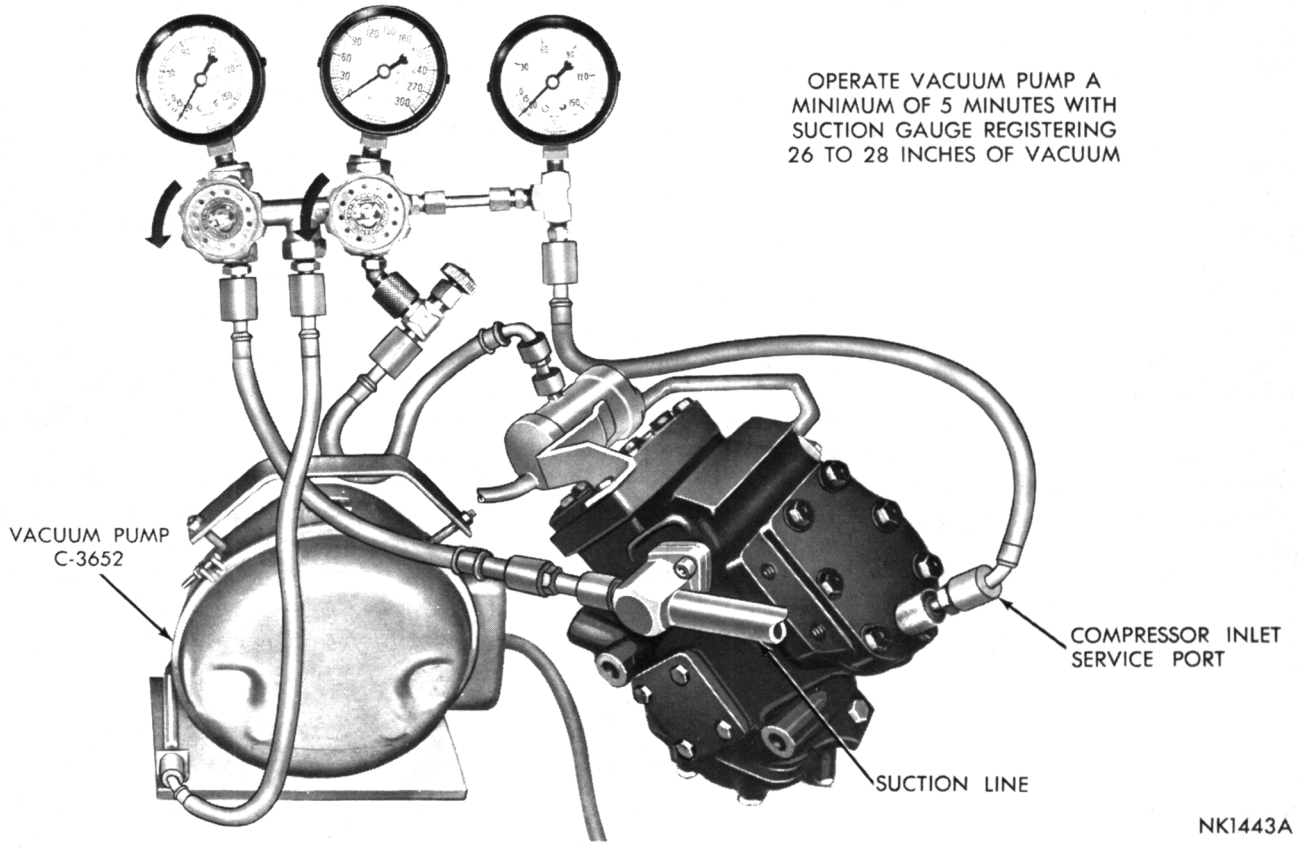

Fig. 94—Evacuating the System—Fury, VIP, and Satellite
(1) Connect gauge set manifold to compressor and long test hose from gauge set manifold center connection to vacuum pump, Tool C-3652, as shown in Figures 94 and 95.
(2) Open both gauge set manifold valves, and the needle valve.
(3) Start the vacuum pump and operate until the evaporator suction gauge registers at least 26 inches of vacuum. If system is tight and pump in good condition, vacuum will go as low as 28 inches.
(4) Allow vacuum pump to operate with the suction gauge registering 26 to 28 inches of vacuum for a minimum of five minutes.
(5) Close both gauge set manifold valves, turn off vacuum pump and remove test hose from vacuum pump. Leave gauge set manifold connected to compressor. Charge system with proper amount of Refrigerant 12. **Failure to pull at least 26 inches of vacuum indicates a leak in the refrigeration system or a defective vacuum pump. Locate and correct the trouble before recharging the system.**